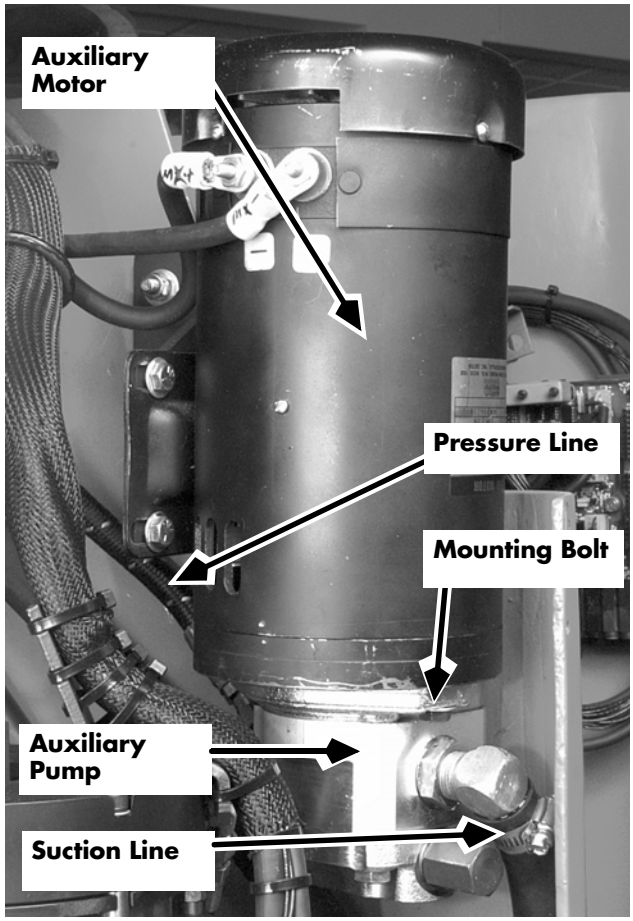

Figure 7-180: Auxiliary Pump, Series EZ-B
4. Remove the auxiliary suction line at the auxiliary pump and drain hydraulic fluid. See Figure 7-180.